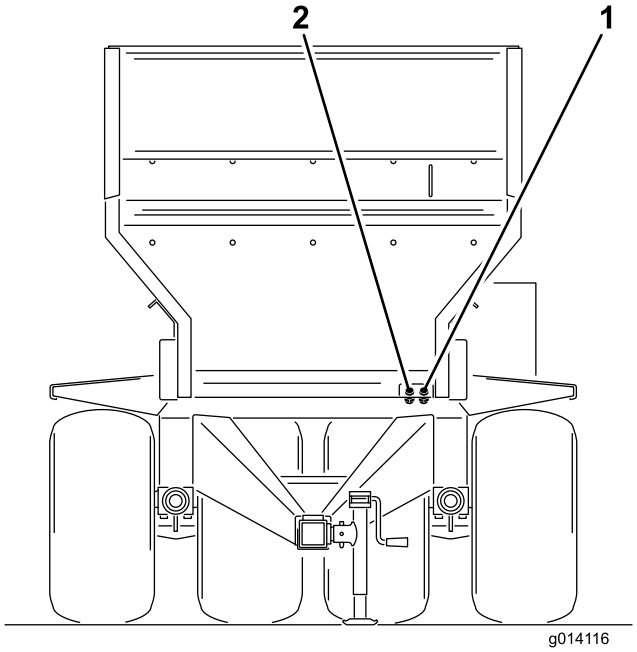

Figur 17
6. Koble de to hydraulikkslangene fra maskinen til tauekjøretøyet. Stå vendt mot fronten av maskinen og koble den høyre slangen til trykksiden og den venstre slangen til retursiden (Figur 17). Returslangen har en innrettet enveis kontrollventil. Pilen på kontrollventilen skal vende mot tauekjøretøyets returkobling.